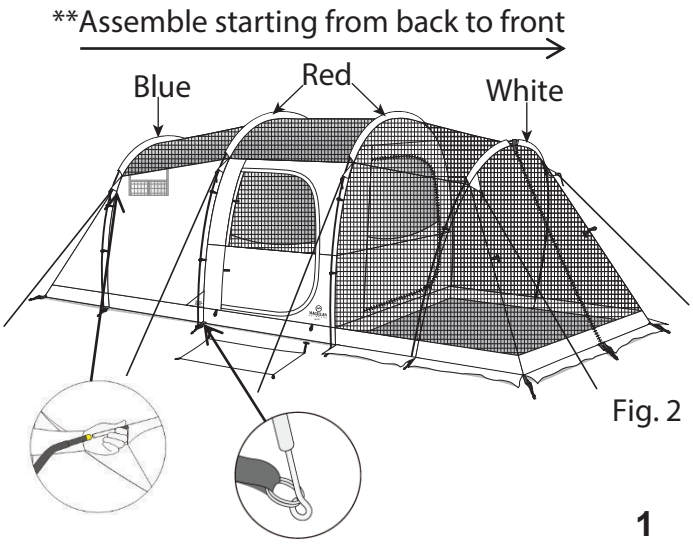

Fig. 2
5. Begin slide the rear blue tape marked pole into the rear pole sleeve. Have one person place and hold an end of the rear pole (Blue Tape). At this point set up pin need to place inside of the pole end steel ferrule (Fig. 2.)Following the same process now need to slide middle two line red tape pole into the middle pole sleeve. At this point set up pin need to place inside of the pole end steel ferrule. Now for balance white color need to slide into the front pole sleeve. At this point set up pin need to place inside of the pole end steel ferrule.